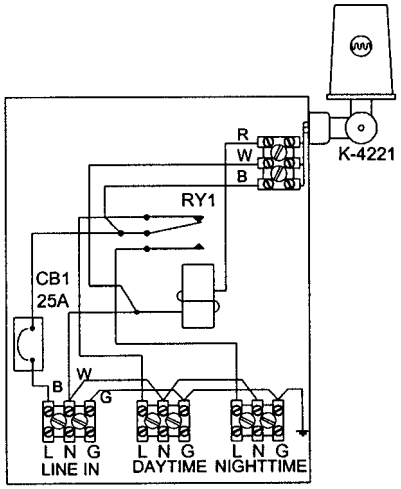

Figure 7-4
a. The RSB-AC (Figure 7-4) is used on AC powered ranges to switch between daytime and nighttime lights. The device is comprised of a circuit breaker, K-4221 photocontrol (same as K-4121 but swivels) and a single pole, double throw (SPDT) relay.